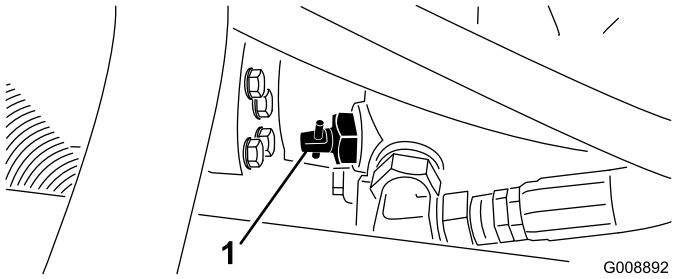

Figur 42
1. Lokalisera överströmningsventilen på pumpen (Figur 42) och vrid den 90°.